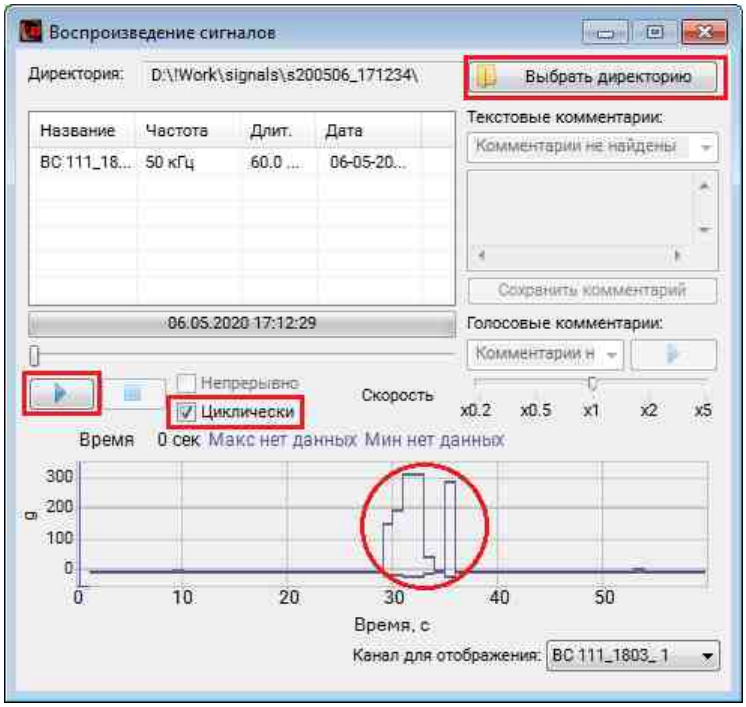

Рис. 1.3 Программа «Воспроизведение сигналов»
4. При необходимости провести анализ и обработку временных реализаций зарегистрированных сигналов в режиме реального времени следует открыть программу «Воспроизведение сигналов» из меню «Регистрация» панели ZETLAB. В окне программы «Воспроизведение сигналов» (*Рис. 1.3*):